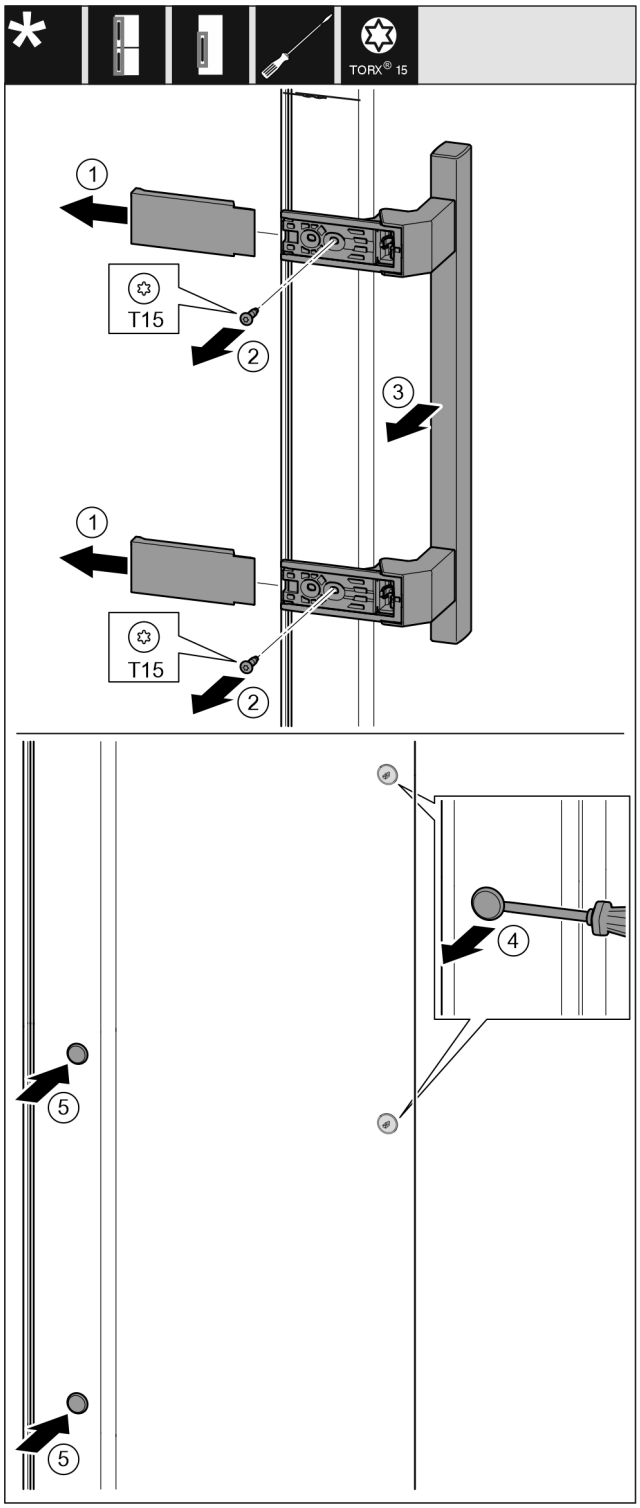

Fig. 22
- ▶ Abdeckung abziehen. *Fig. 22 (1)*
- ▶ Schrauben mit Schraubendreher T15 herausdrehen. *Fig. 22 (2)*
- ▶ Griff abnehmen. *Fig. 22 (3)*
- ▶ Seitlichen Stopfen vorsichtig mit einem Schlitzschraubendreher anheben und herausziehen. *Fig. 22 (4)*
- ▶ Stopfen auf der anderen Seite wieder einsetzen. *Fig. 22 (5)*